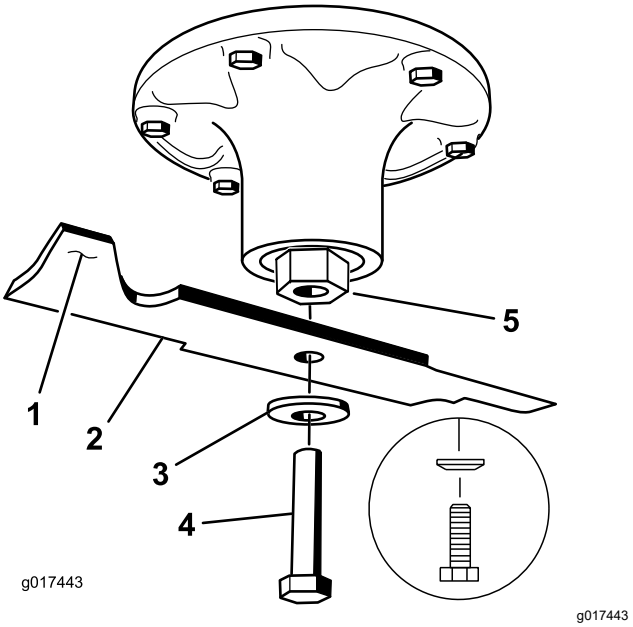

Figur 78
2. Fjern knivbolten, bueskiven og kniven fra spindelakselen (Figur 78).
1. Monter kniven på spindelakselen (Figur 78).
2. Monter bueskiven og knivbolten (Figur 78).